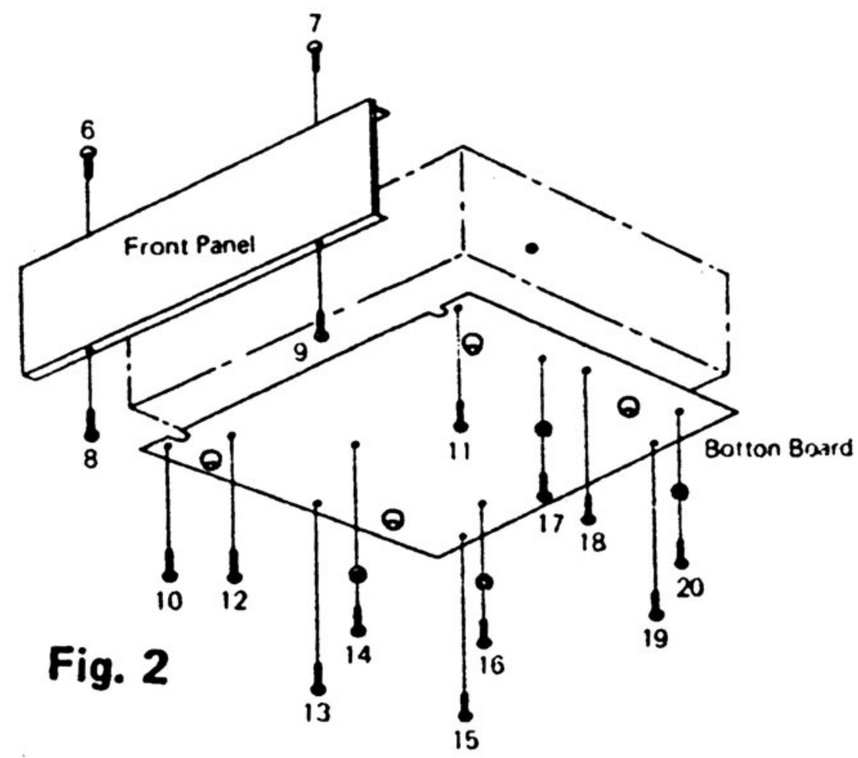

Fig. 2
3. Remove six front panel-mounting screws, nos. 6 ~ 11 as shown in fig. 2.
6. When remove the bottom board, remove eleven bottom board screws, nos. 10 ~ 20 as shown in fig. 2.